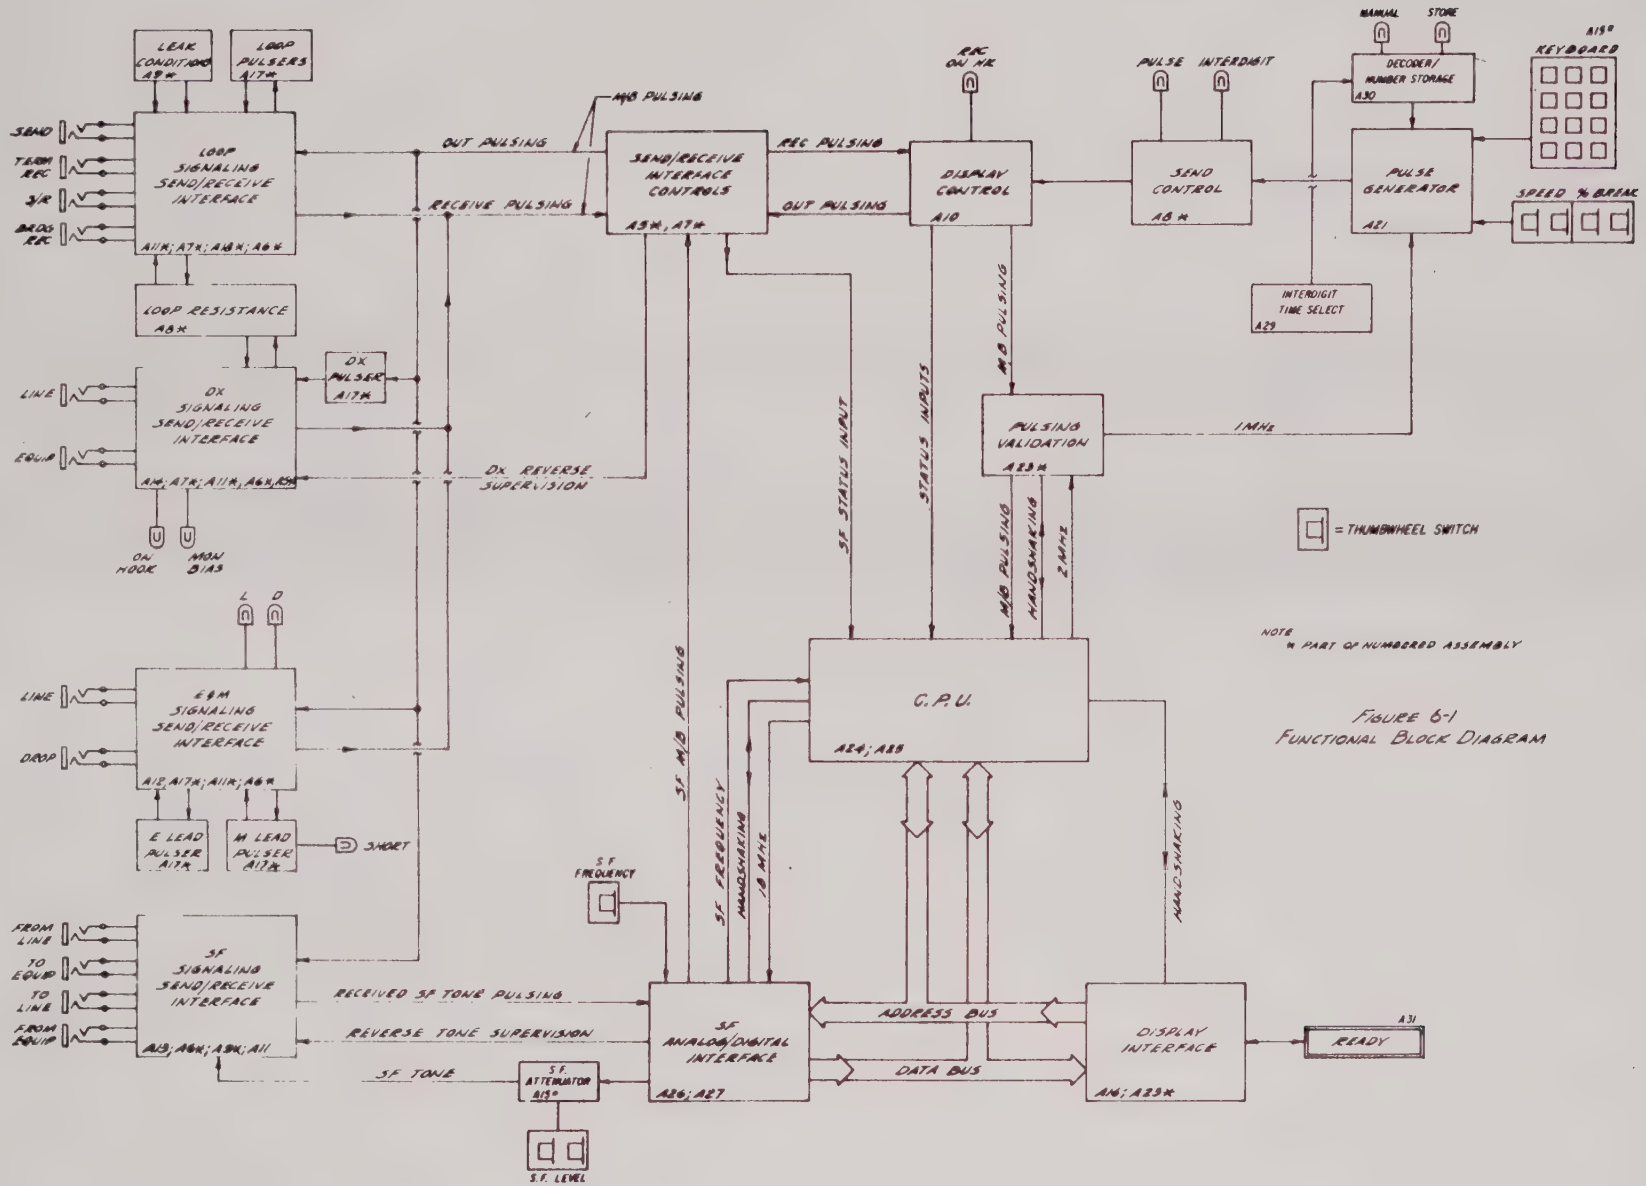

FIGURE 6-1
6.1.01 The circuit functions for the Model T222C Signaling Test Set are described using a Functional Block Diagram figure 6-1 and overall Simplified Schematic Diagrams figure 6-3a thru figure 6-8. The detailed schematic diagrams and P.C. Assemblies in section 8.0 are needed for more detailed circuit tracing and for component location respectively. All drawings are provided with an "A" number code for rapid cross referencing.